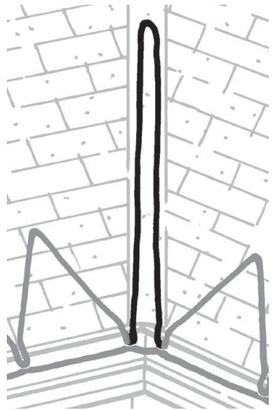

Figura 6. Diseño del recorrido del cable en una línea de pendiente
- **Diseño del recorrido del cable para las líneas de pendiente:** Si existe una línea de pendiente que presenta problemas en el techo, el cable debe pasar en doble línea de arriba hacia abajo a una distancia mínima de 3 pies (90 cm) como se muestra en la Figura 6. Aumente la altura del cable si la zona caliente del techo es mayor.